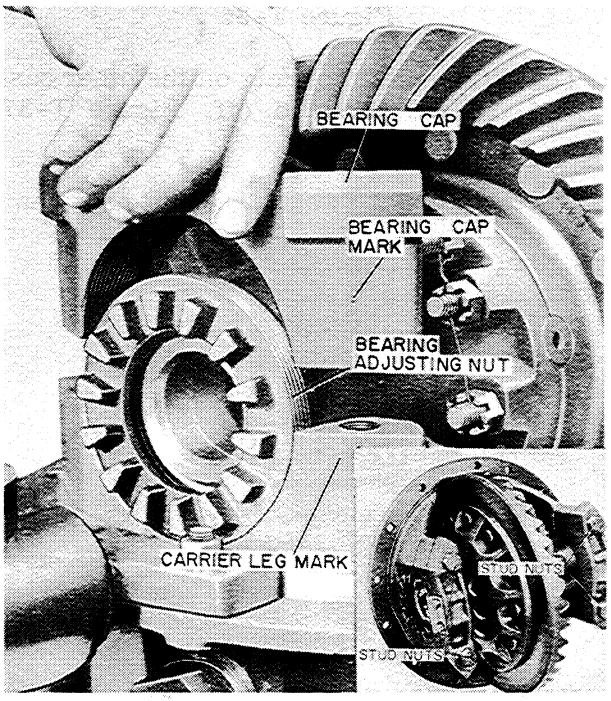

Figure T-31
4. Remove the bearing cap stud nuts, bearing caps and adjusting nuts, Figure T-31.